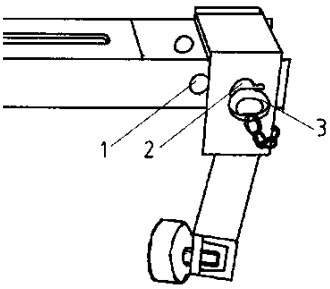

Abb. 4
- Pour un diamètre extérieur de 750 mm, la mâchoire réglable doit être bloquée dans le trou intérieur (1), pour un diamètre extérieur de 785 mm dans le trou extérieur (2). Si ce n'est pas le cas, régler la mâchoire et bloquer l'axe enfichable (3) (fig. 4).